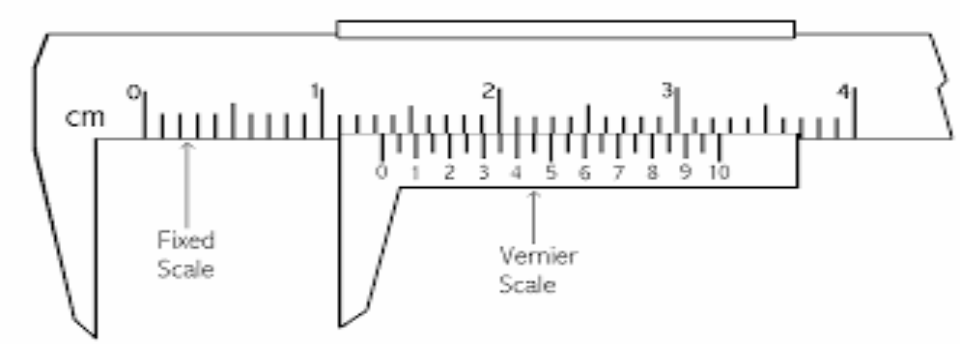
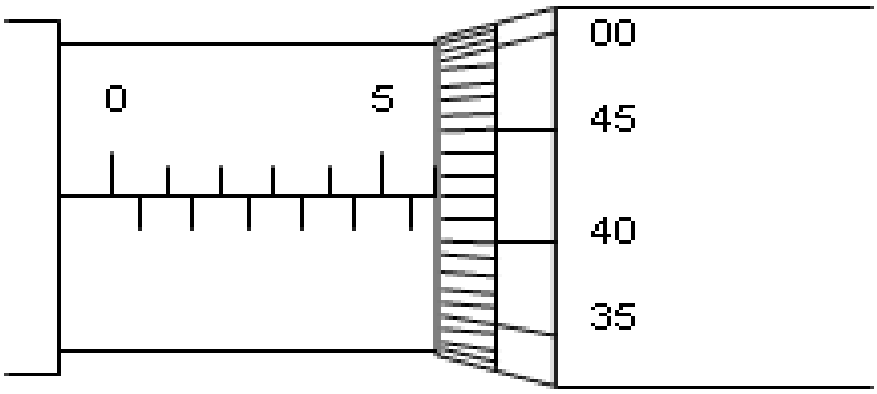

FIGUUR 1
FIGUUR 2
3.2 Wat is die lesings wat in FIGUUR 1 op die vernierskaal en FIGUUR 2 op die mikrometer gegee word?